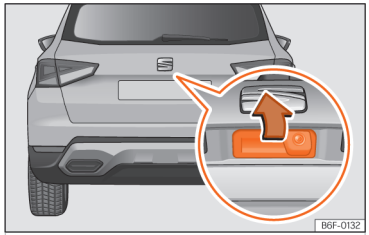

Abb. 55 Heckklappe: Öffnen von außen
- *Öffnen:* Drücken Sie leicht den Haltegriff. Sie öffnet sich selbsttätig ››› (Abb. 55).